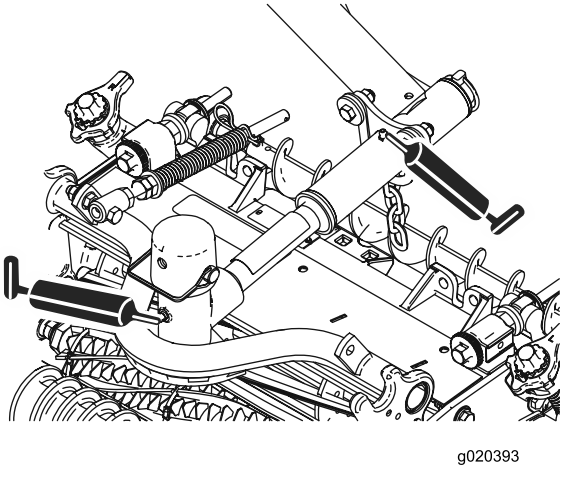

**Figur 48**
- Klippenhetens svängtappar (2 av varje), se Figur 48.